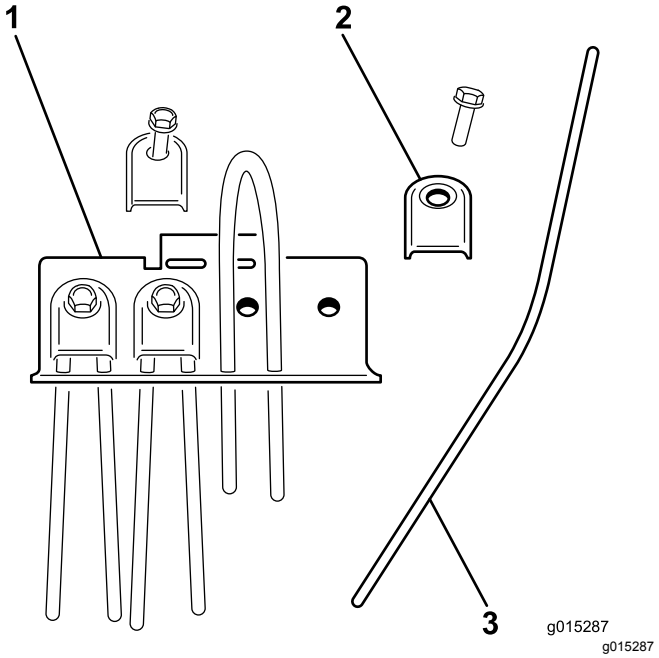

Figur 28
2. Fjern pipeholderen, og før ut den skadede pipen (Figur 28).